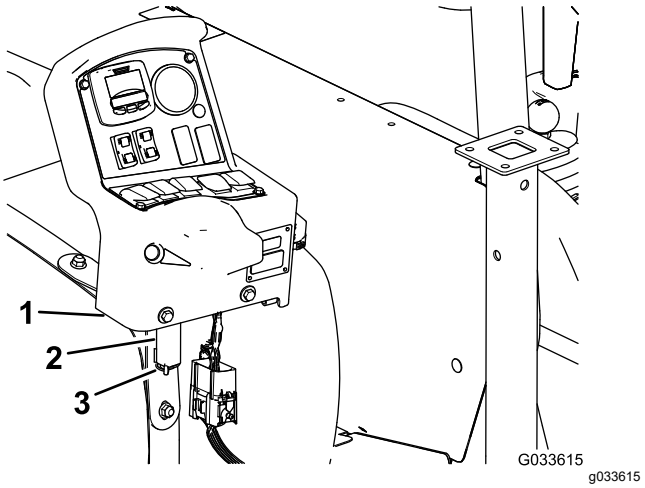

Figure 136
7. Remove the console from the console-mounting bracket at the dash of the machine and align the pivot pin on the control console with the storage bracket at the front tank strap (Figure 136); refer to Installing the Control Console to the Machine (page 19).
8. Assemble the console to the bracket and secure the pivot pin to the bracket with the hairpin (Figure 136).